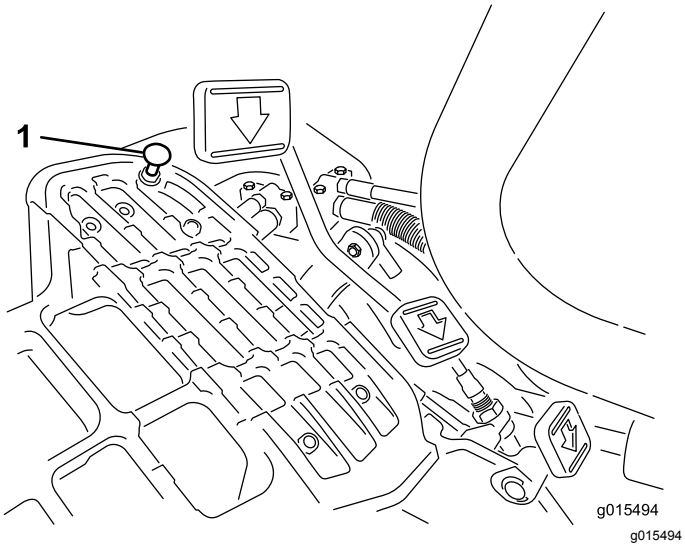

Figur 36
Du kommer upp i maximal transporthastighet genom att flytta funktionsreglaget till TRANSPORTLÄGET och trycka ned gaspedalen. Om pedalen får kontakt med stoppet (Figur 36) innan du känner någon spänning i kabeln genomför du följande justeringsprocedur:
1. Flytta funktionsreglaget till TRANSPORTLÄGET och lossa på låsmuttern som fäster pedalstoppet vid golvplattan (Figur 36).